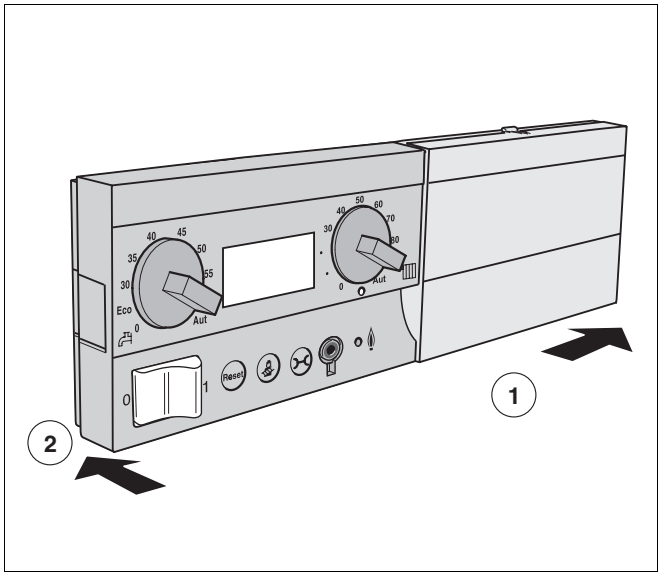

Рис. 8 Монтаж главного регулятора
- Задвинуть главный регулятор спереди справа в язычок на системе управления (рис. 8, **шаг 1**).
- Нажать на главный регулятор слева на системе управления до защелкивания (рис. 8, **шаг 2**).